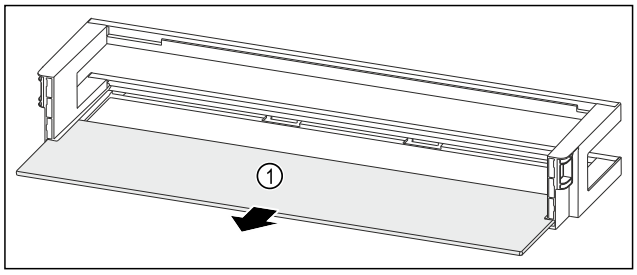

Fig. 179 Raft montat pe ușă cu raft
▶ Extrageți raftul *Fig. 179 (1)*.